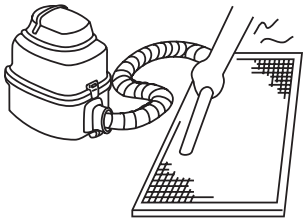

Рис. 6-3
- используя пылесос, располагайте фильтр лицевой стороной вверх (см. *рис. 6-3*).